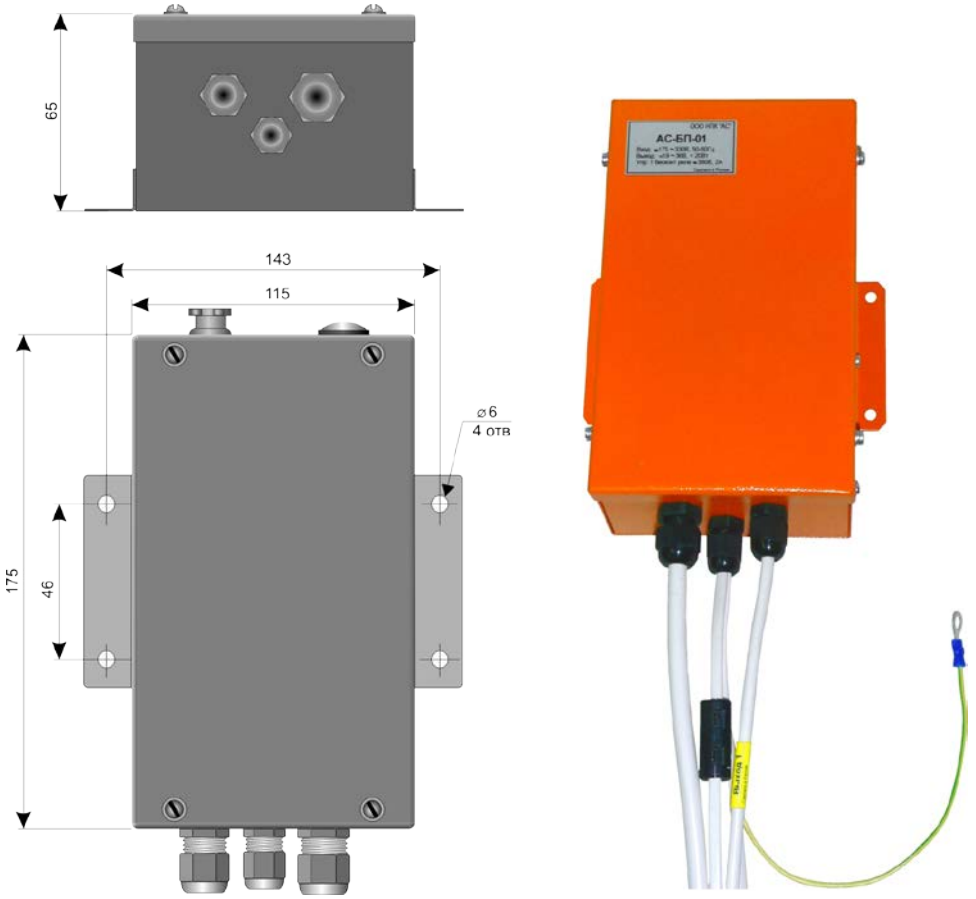

Рис. 10
6.10. Первичный источник питания, рис.10, преобразует сетевое напряжение 220В в адекватное микроконтроллеру напряжения 24В одновременно с фильтрацией помех по цепям питания. Источник содержит до 4 встроенных бесконтактных реле для управления цепями напряжением до 380В и цепь блокировки реле. Размещается в зоне с отсутствием помех конвективному теплообмену.